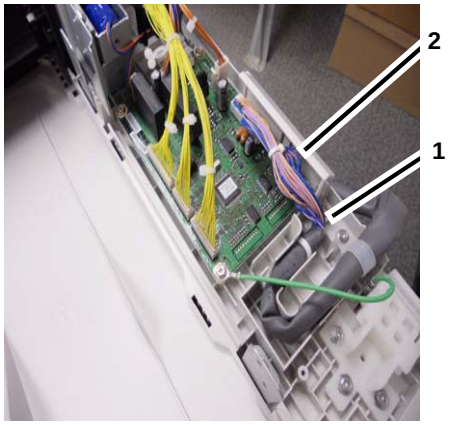

Figure 1 Removing Connector Cover
3. Remove the connecctor cover. (Figure 1)